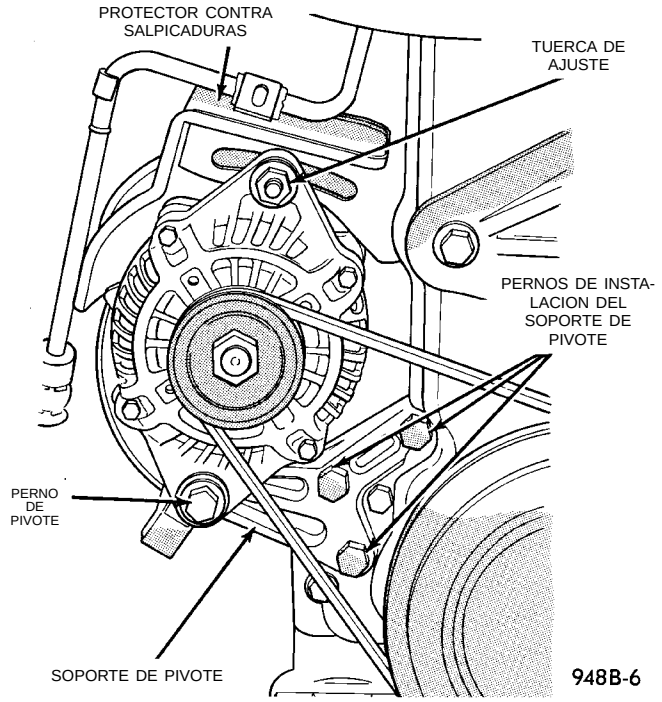
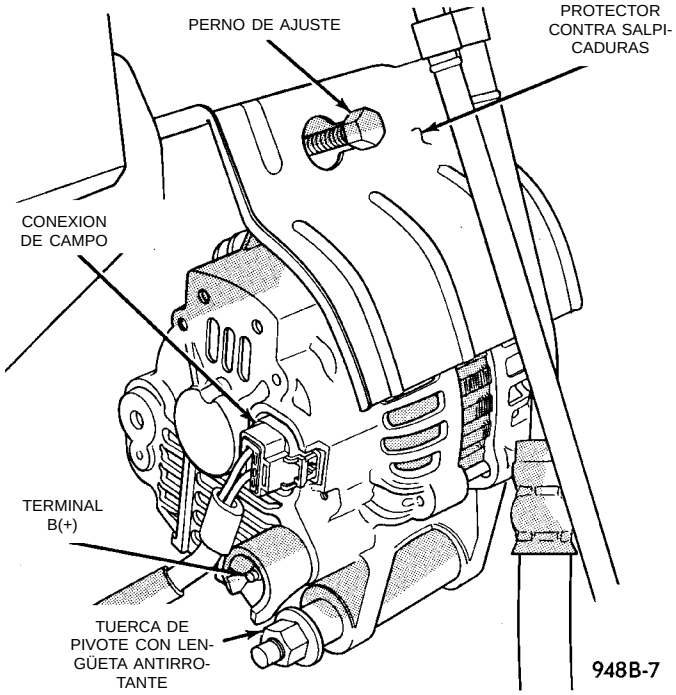

Fig. 10 Vista frontal del generador
Fig. 11 Vista posterior del generador
(4) Retire el zócalo inferior de plástico.
(5) Desconecte el conector de cableado del circuito del campo del generador (Fig. 11). Apriete la lengüeta de fijación para soltarla.
(6) Retire la tuerca y el cable del terminal B (+).
(7) Afloje el perno de pivote, pero no lo retire (Fig. 10) y (Fig. 11).
(8) Retire la correa de transmisión del generador. No es necesario retirar el protector contra salpicaduras.
(9) Retire los tres pernos de instalación del soporte de pivote.
(10) Retire el perno y el soporte de pivote.
(11) Mientras sostiene con una mano el generador, retire la tuerca de ajuste y extraiga el generador deslizándolo por el perno T. No es necesario desmontar el perno T.
(12) Baje el generador y retirelo por el hueco de la rueda.